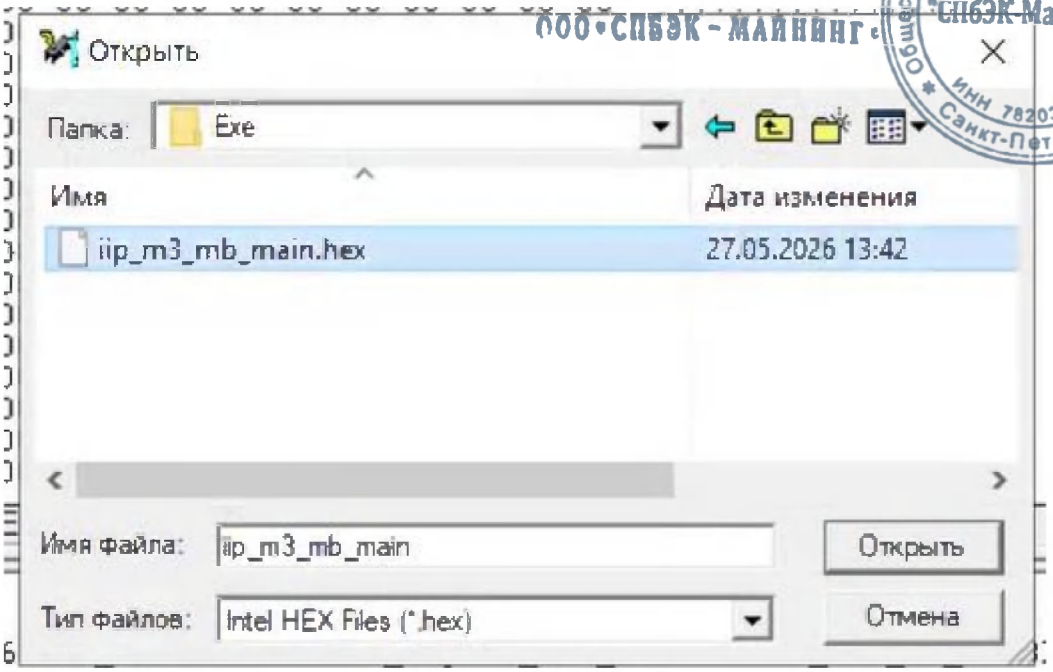

Рисунок 51
5.2.11 В открывшемся окне выбрать исполняемый файл функциональной части iip_m3_mb_main.hex, сконфигурированный в п.4.6.5 в директории: C:\Рабочий стол\NAP160\FW_realise\commit_mvp\FW_AKB_STM8L05\FW_AKB_MB_STM8L05\fw\Debug\Exe (Рисунок 51).